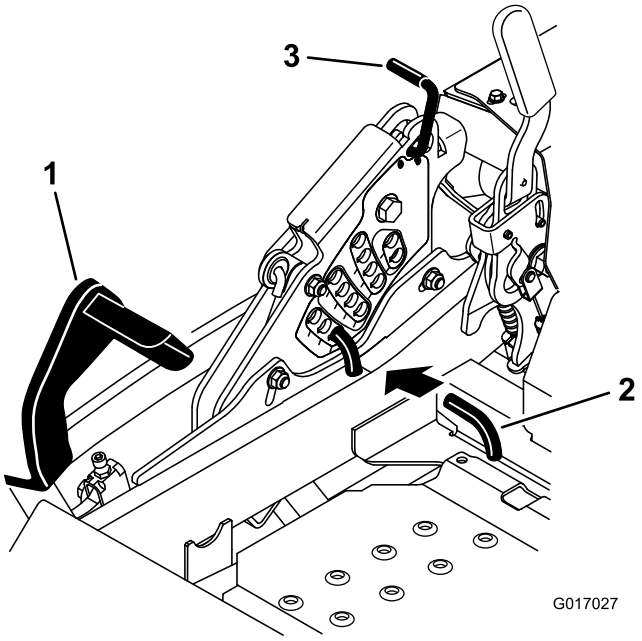

Figur 82
5. Tråkk løftepedalen for klippeenheten helt ned for å heve den til transportstillingen på 14 cm (Figur 82).